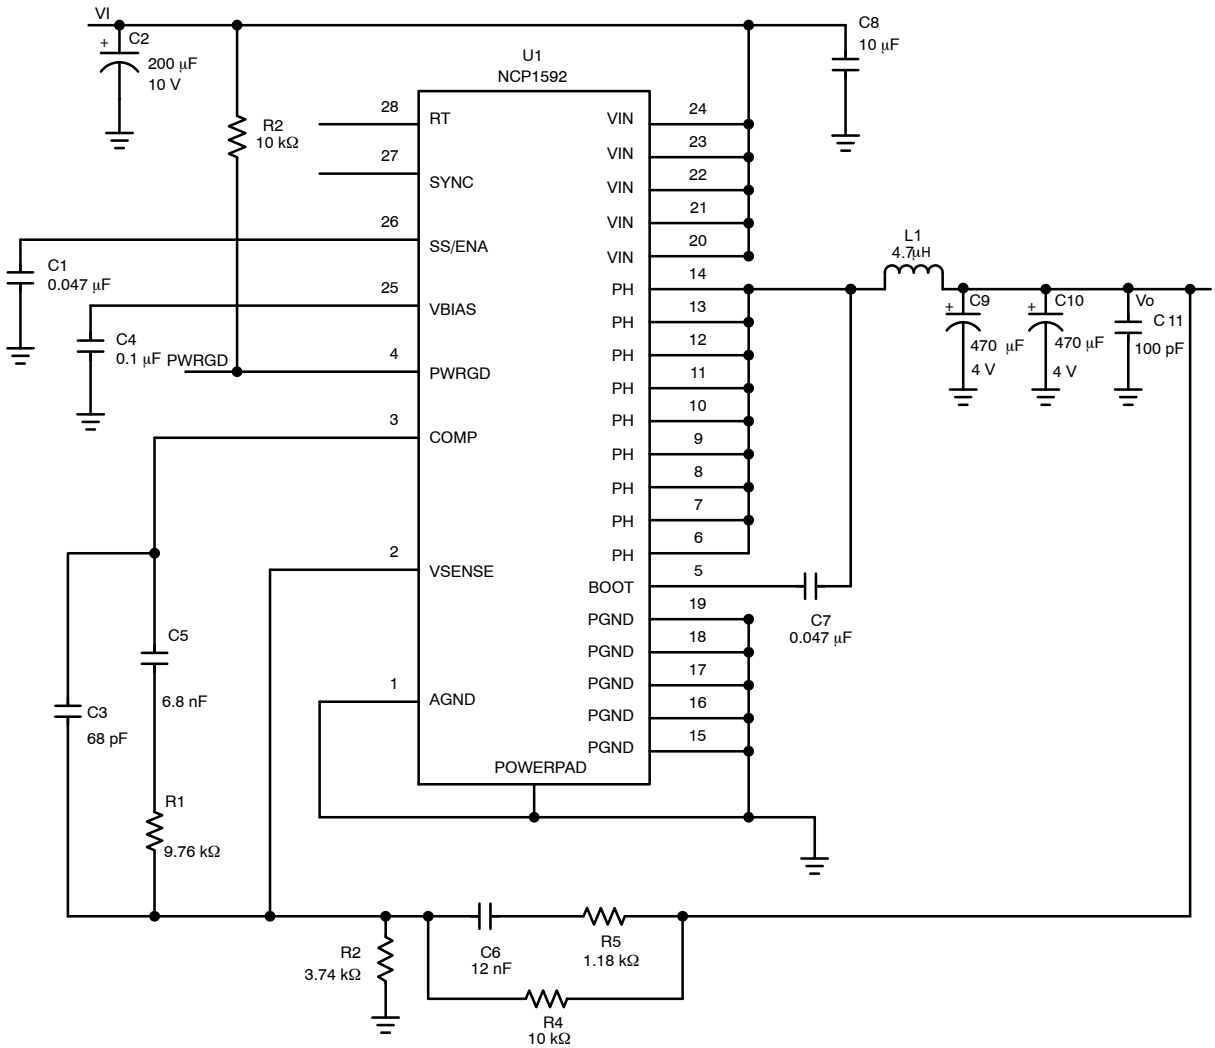

**Figure 14. Application Circuit**
7. Specified by the circuit used in Figure 14.
Figure 14 shows the schematic diagram for a typical NCP1592 application. The NCP1592 (U1) can provide greater than 6 A of output current at a nominal output voltage of 3.3 V. For proper thermal performance, the exposed thermal PowerPAD underneath the integrated circuit package must be soldered to the printed−circuit board.